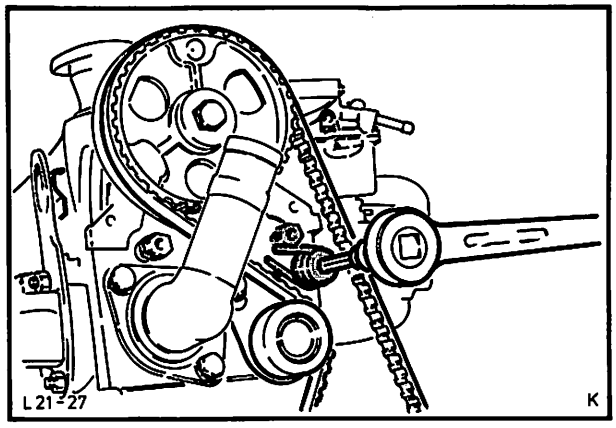

Abb. 73 Zahnriemenspanner befestigen
56. Wasserstutzen anbauen und Zahnriemen auflegen. Zahnriemenspanner lösen, damit er sich beim zweimaligen Durchdrehen des Motors gegen den Zahnriemen legen kann. Nach dem Durchdrehen Zahnriemenspanner mit Drehmoment festdrehen (zuerst Sechskantschraube, dann Spezialschraube), Abb. 73.